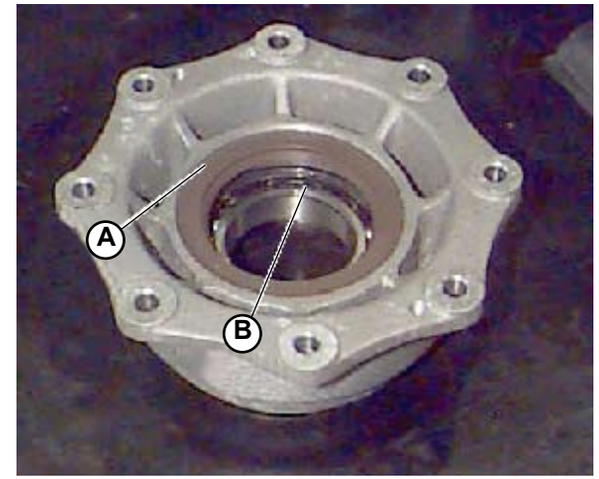

Fig.1
- Remove the bearing (**B-Fig.1**) by means of a pad; check for seizing and noise.